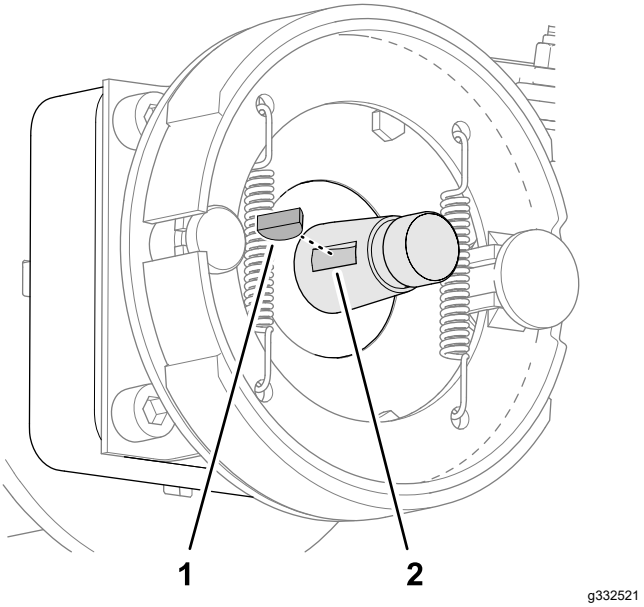

Figur 71
2. Sæt Woodruff-federen i rillen på hjulmotorakslen (Figur 71).